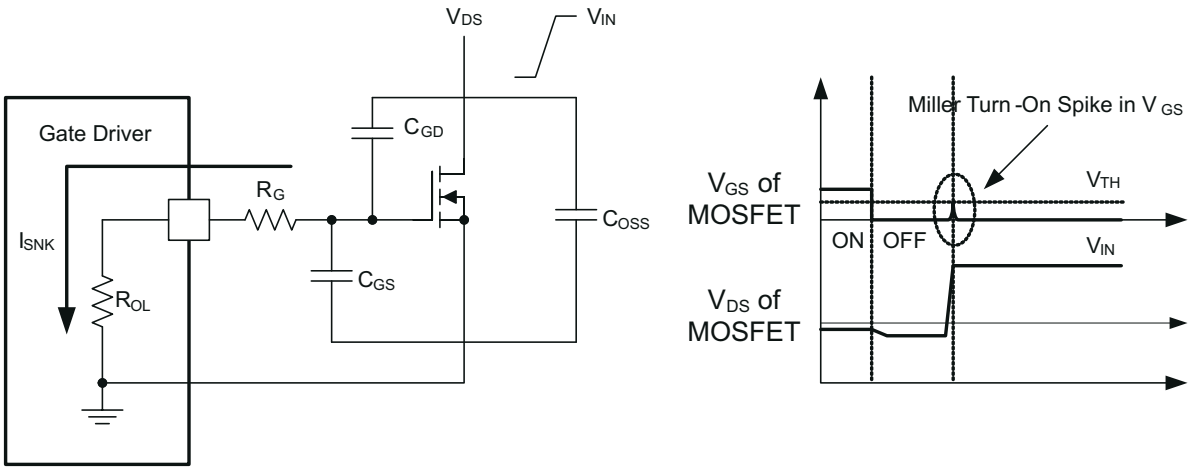

**Figure 6-5. Low Pull-Down Impedance in UCC27614-Q1 (Output Stage Mitigates Miller Turnon Effect)**
An example of a situation where Miller turnon is a concern is synchronous rectification (SR). In SR application, the dV/dt occurs on MOSFET drain when the MOSFET is already held in OFF state by the gate driver. The current charging the $C_{GD}$ Miller capacitance during this high dV/dt is shunted by the pulldown stage of the driver. If the pulldown impedance is not low enough then a voltage spike can result in the $V_{GS}$ of the MOSFET, which can result in spurious turnon. This phenomenon is illustrated in Figure 6-5.